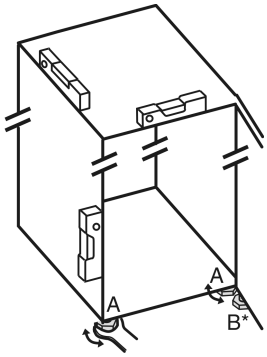

Fig. 27
- ▶ Dévisser les pieds réglables *Fig. 27 (A)* avec la clé plate fournie et utiliser un niveau à bulle pour vérifier que l'appareil est bien plan.
- ▶ Dévisser le pied réglable *Fig. 27 (B)* du support de palier avec la clé plate fournie jusqu'à ce qu'il touche le sol.
- ▶ Continuer de tourner le pied réglable *Fig. 27 (B)* de 90° maximum pour éviter d'endommager la porte.